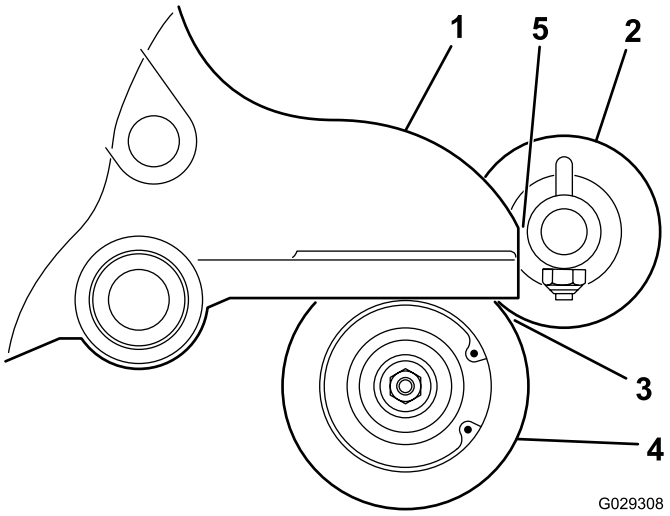

Figur 14
16. Plasser valsebørsten slik at den så vidt berører den bakre valsen (Figur 14).